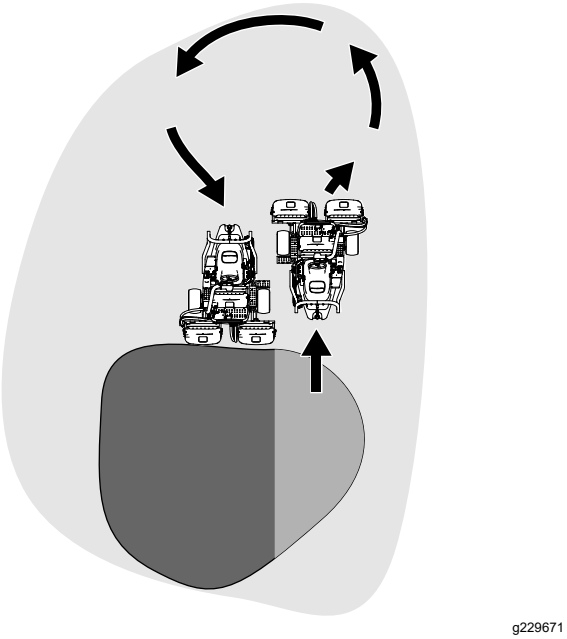

Figura 24
6. Para ganar tiempo y facilitar la alineación correcta para la pasada siguiente, gire la máquina momentáneamente en la dirección opuesta, y luego gire hacia la parte que todavía no está cortada. Este movimiento es un giro en forma de lágrima (Figura 24), que permite alinear la máquina rápidamente para la pasada siguiente.